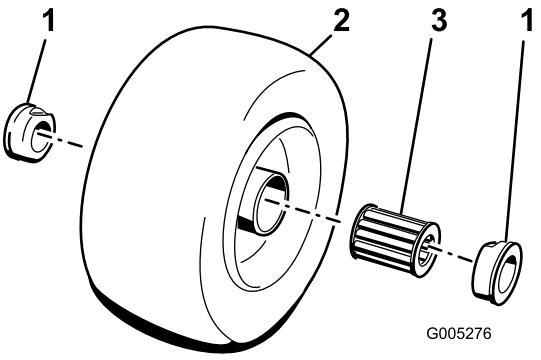

Figura 19
2. Retire uno de los cojinetes exteriores del cubo de la rueda y deje que se caiga el cojinete interior (Figura 19). Retire el cojinete del otro lado del cubo de la rueda.